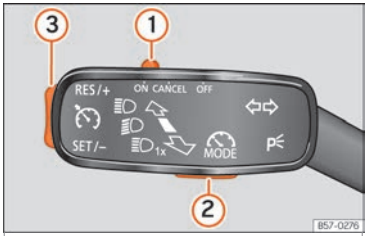

Fig. 229 À esquerda da coluna da direção: comando e botões para controlar o limitador de velocidade.
Se desejar desativar temporariamente o limitador de velocidade, por ex., para fazer uma ultrapassagem, coloque o comando ››› Fig. 229 (1) do manípulo das luzes indicadoras de mudança de direção na posição **CANCEL** ou coloque o terceiro manípulo no ponto de pressão **CANCEL** ou pressione o botão (2) de qualquer manípulo.